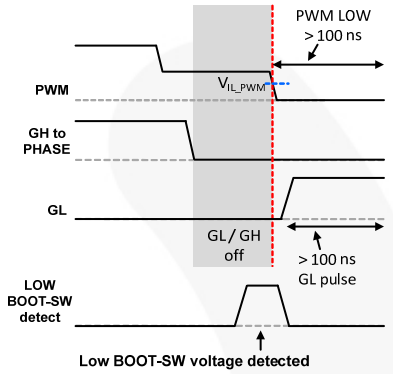
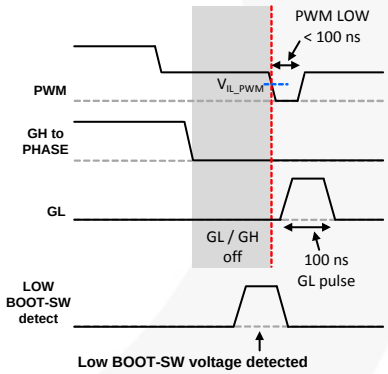

Figure 33. Low BOOT-SW Voltage Detected and PWM from 3-State to LOW for more than 100 ns
Figure 34. Low BOOT-SW voltage Detected and PWM from 3-State to LOW for Less than 100 ns
- If the part exits 3-state with a low BOOT-SW voltage condition and the controller commands PWM=LOW for 100 ns or more, the SPS follows the PWM input. If PWM=LOW for less than 100 ns, GL remains on for 100 ns then follows the PWM input (*see Figure 33 and Figure 34)*.